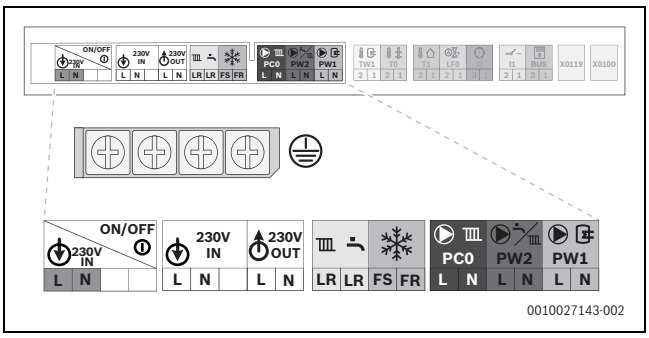
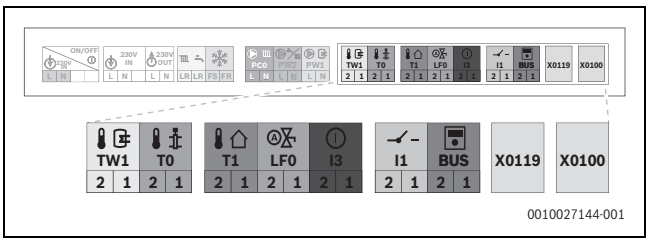

Rys. 133 Zakres napięcia sieciowego: listwa zaciskowa
Rys. 134 Zakres niskiego napięcia: listwa zaciskowa
- Podłączyć kabel do listwy zaciskowej na zewnętrzny osprzęt dodatkowy (→ rys. 133 i rys. 134).